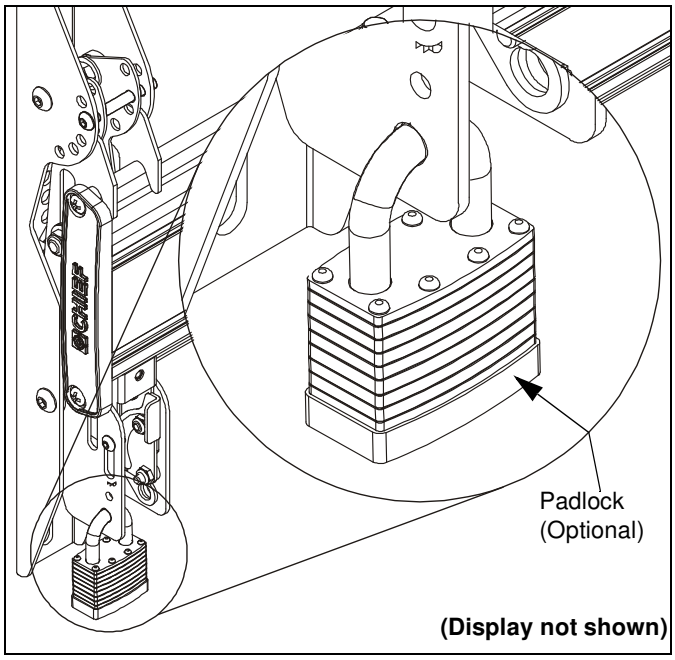

Figure 15
1. **OPTIONAL**: Add padlock (not included) to each interface bracket to lock display to ceiling mount. (See Figure 15)